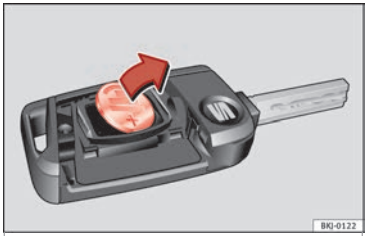

Rys. 138 Kluczyk samochodowy: wyjmowanie baterii.
- Wyjąć baterię przy pomocy cienkiego narzędzia ››› rys. 138.
- Umieścić nową baterię w komorze, wciskając ją w sposób pokazany na ››› rys. 138 w kierunku przeciwnym do strzałki ››› ❗.